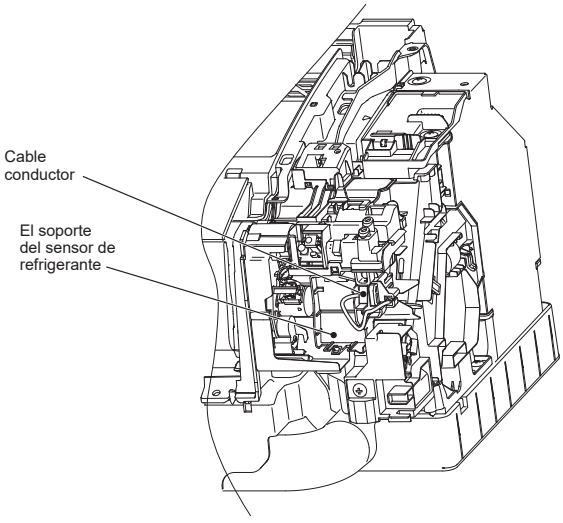

Fig. 1
1) Retire el cable conductor fijado al soporte del sensor de refrigerante y conéctelo a la placa del sensor de refrigerante. (Fig. 1)